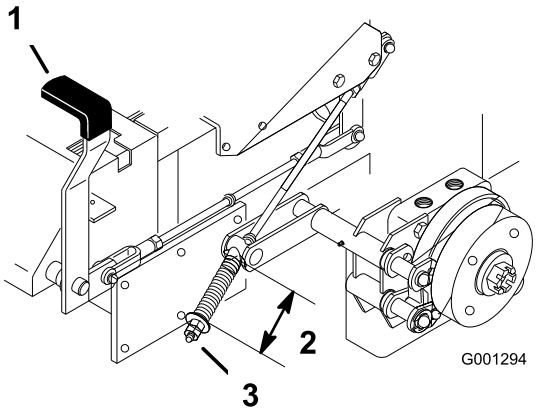

Figuur 66
2. Meet de lengte van de veer. De lengte tussen de ringen moet 64 mm zijn (Figuur 66).
3. Als de lengte moet worden afgesteld, stelt u de parkeerrem vrij, draait u de contramoer onder de veer los en draait u de moer direct onder de gaffel aan (Figuur 66). Draai de moer totdat de lengte correct is. Draai de moer naar rechts om de veer korter te maken en naar links om de veer langer te maken.